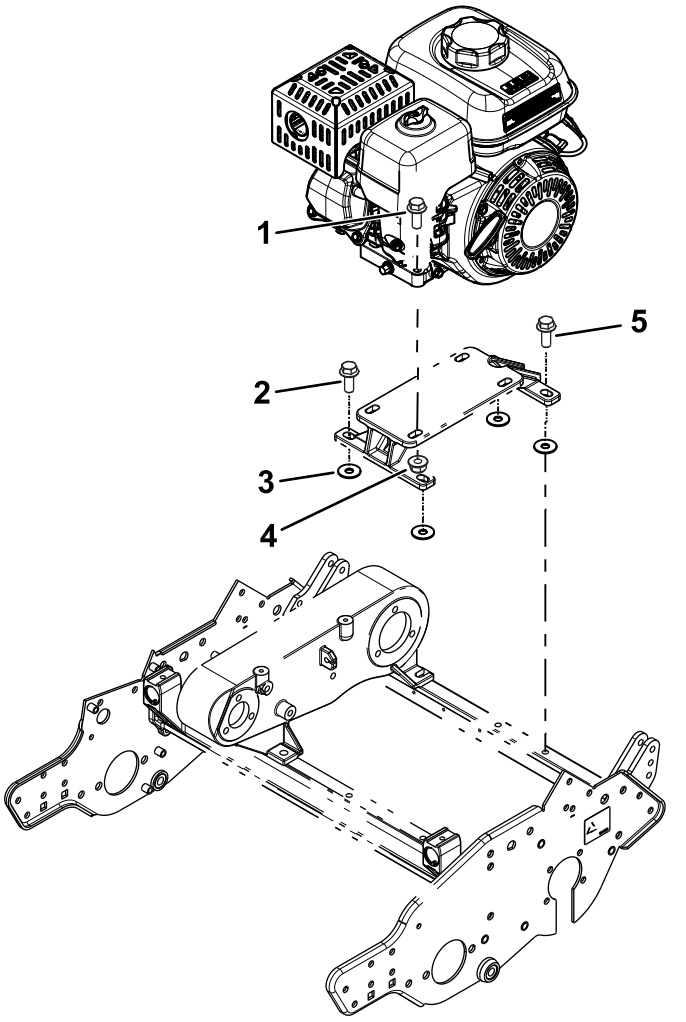

Figuur 4
3. Monteer de montagebeugel van de motor aan de machine met de eerder verwijderde bouten en 4 ringen (⅜" x 1⅛") zoals getoond in Figuur 4.
Monteer de achterste linker motorbout losjes (getoond in Figuur 4).
4. Monteer de motor op de montagebeugel van de motor met de eerder verwijderde bouten en moeren (Figuur 4).
8. Verwijder de achterste linkerbout van de onderkant van de motor (Figuur 4) en gebruik de bout om de R-klem en de gaskabel te bevestigen aan de onderkant van de motor.
10. Draai alle bevestigingsbouten van de motor en de bouten van de montagebeugel van de motor vast (Figuur 4).